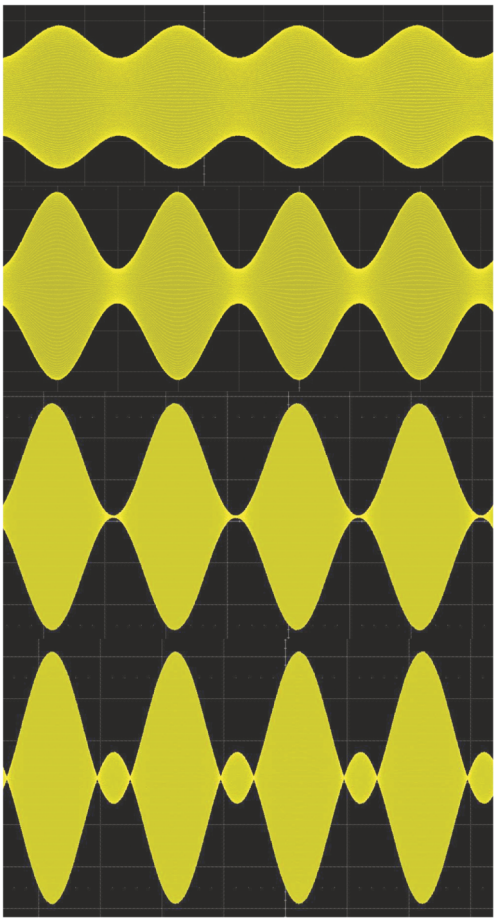

**FIGURE 6.21** (Step 3) Amplitude modulation with modulation depth, $h$, of (from top) 30%, 70%, 100% and 120%. Composite figure from several traces. ⏎
3. **Changing modulation depth.** Change **Depth** to 30%, 70%, 100% and 120% and observe how the signal in the time domain changes. As you increase $h$, the envelope of the wave should get deeper into the carrier, and then distort, as shown in Fig. 6.21. Save some waveforms for your lab report. What is happening when $h > 100\%$?